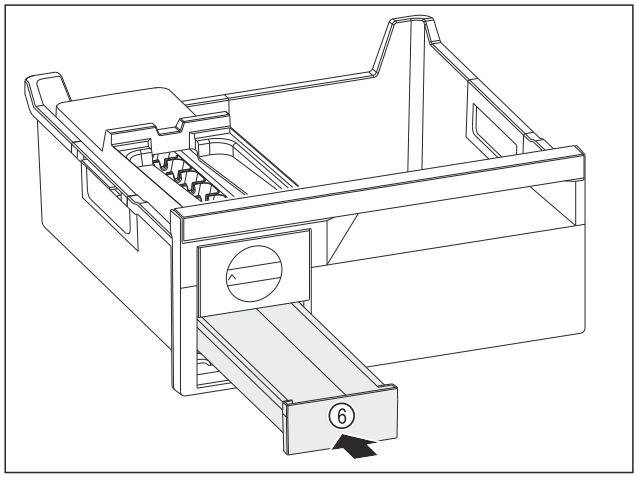

Fig. 150
▶ Skjut in iskublådan *Fig. 150 (6)*.